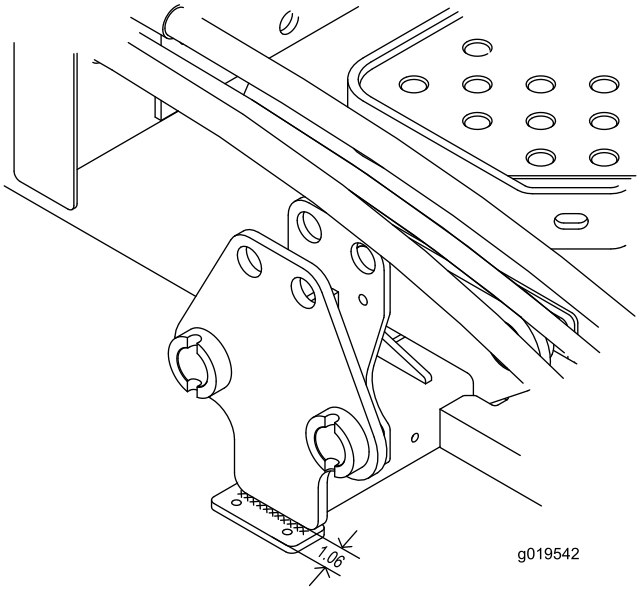

Figur 4
1. Placera ett stötdämparfäste under en av bärramens brickor så att fästets framkant sitter 2,70 cm från brickan och i mitten på plattan (Figur 4). Se till att hålen är placerade där fram.
2. Fäst stötdämparens fäste vid bärramens bricka med en 1/4 tums x 2-1/2 tums kälsvetsning (Figur 4).